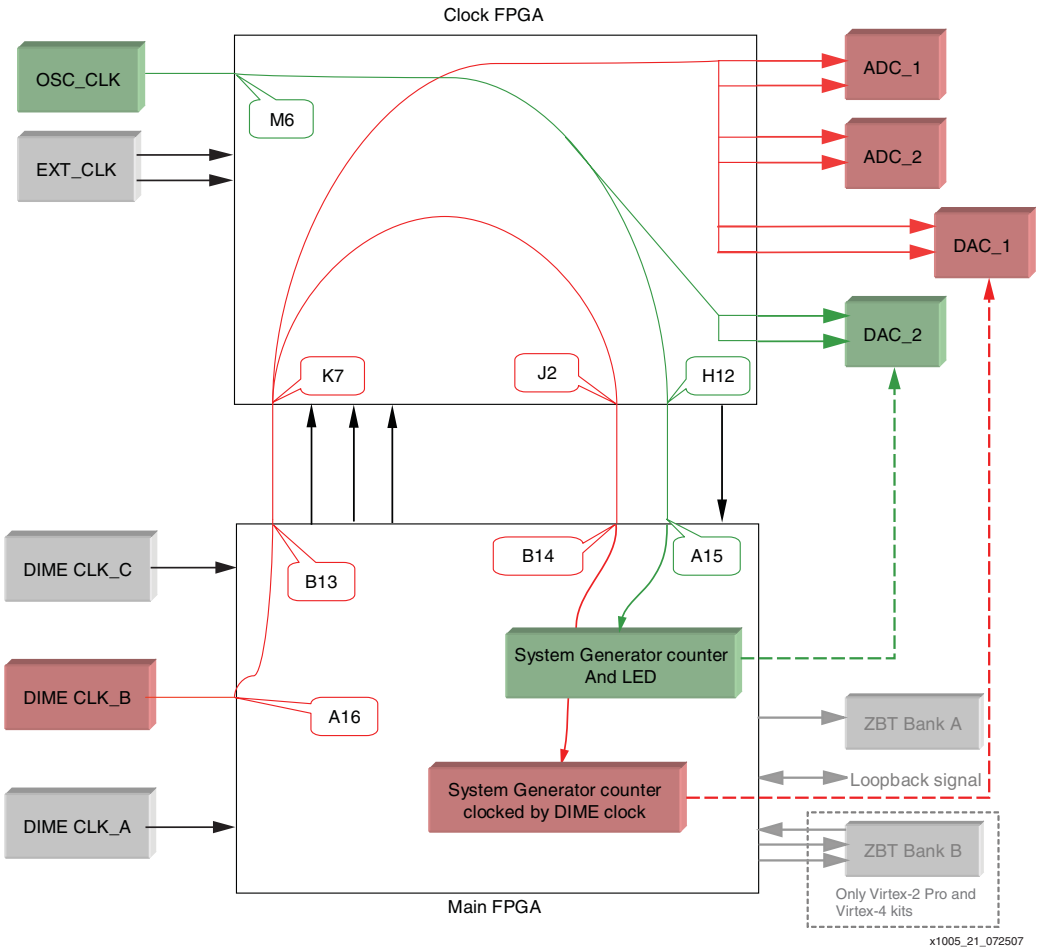

*Figure 24:* **Clock Routing for Example 4**
**Clock routing**: See Figure 24.